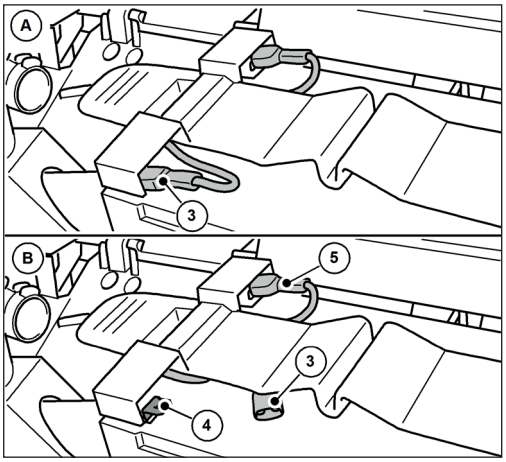

Abb. 24: Scollegare il cavo di collegamento della batteria
3. Scollegare il cavo di collegamento blu della batteria (3) dalla linguetta a innesto (4) della batteria.
» Assicurarsi che il cavo di collegamento blu della batteria (3) non possa entrare in contatto involontario con la linguetta di innesto (4) a causa di influssi esterni, come ad esempio il movimento dell'apparecchio (vedere Fig. 24 Figura B). 24 Figura B).